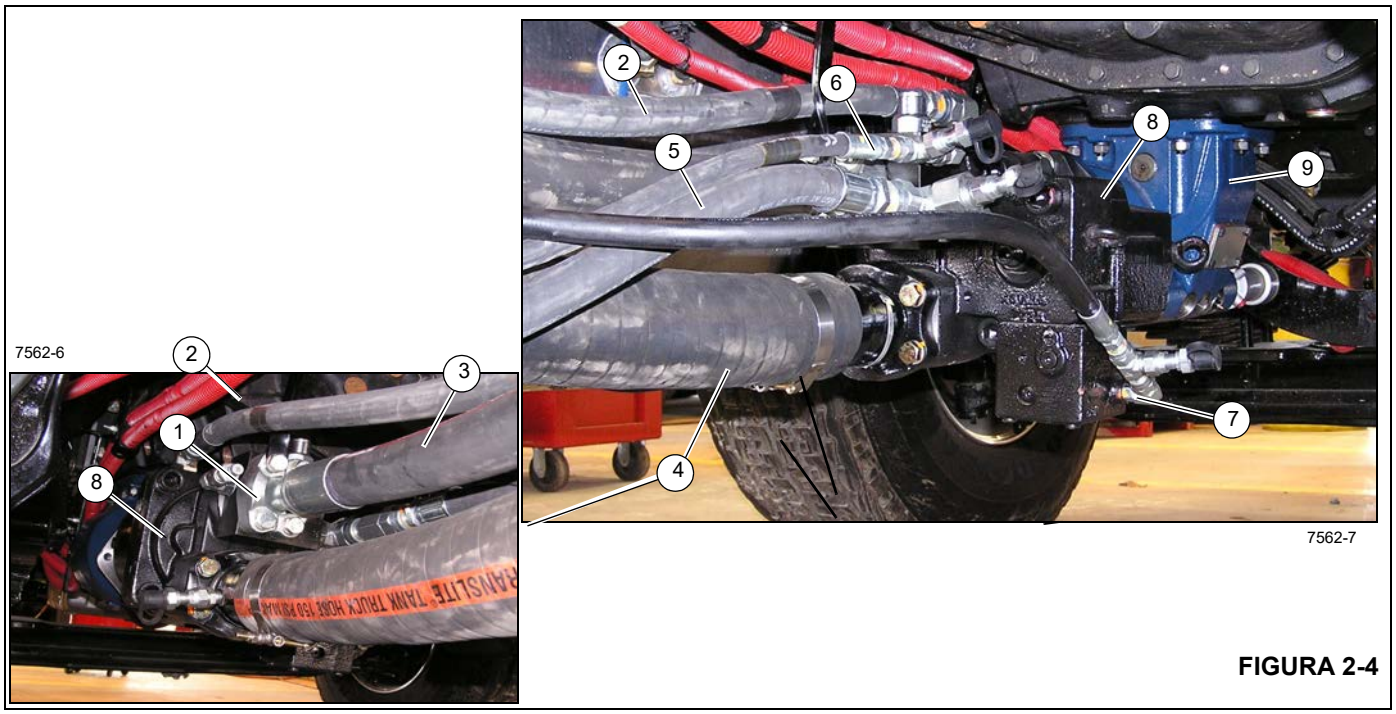

FIGURA 2-4
(Figura 2-4) Lista de artículos
La presión del sistema hidráulico es suministrada por una bomba hidráulica de émbolos axiales que se monta en la toma de fuerza (TDF) del camión (Figura 2-4). La bomba hidráulica de engranajes requiere una TDF con capacidad de 156.5 kW (210 hp) a 2200 rpm.
4. Llene la caja de la bomba con fluido hidráulico. Vierta el aceite directamente en la lumbrera superior de vaciado de la caja (Figura 2-4).